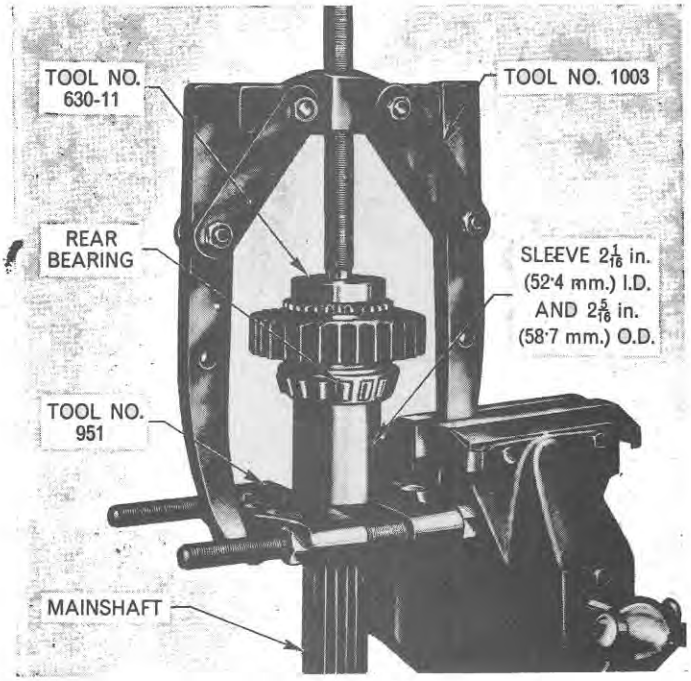

Figure 46
4. Install the mainshaft rear bearing using Tools Nos. 1003, 951, and 630-11 and hollow sleeve of suitable length; $2\frac{1}{16}$ in. (52·4 mm) I.D. and $2\frac{5}{16}$ in. (58·7 mm) O.D., Figure 46.